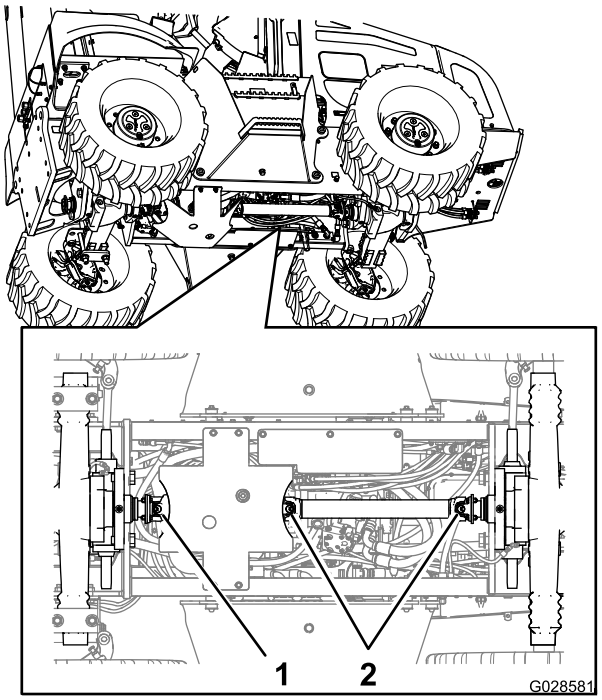

Рисунок 57
2. Подсоедините смазочный шприц к масленке скользящей муфты в переднем конце ведущего вала; введите консистентную смазку в масленку, сделав 2-3 качания шприцом (Рисунок 57).
3. Подсоедините смазочный шприц к масленке универсального шарнира в переднем конце ведущего вала; введите консистентную смазку в масленку, сделав 2-3 качания шприцом (Рисунок 57).
4. Подсоедините смазочный шприц к масленке универсального шарнира в заднем конце ведущего вала; введите консистентную смазку в масленку, сделав 2-3 качания шприцом (Рисунок 57).